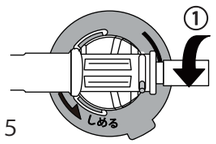

図５
①正立状態のままガス開閉ツマミを「開」方向へ止まるまでひねりガスを出します。※図５